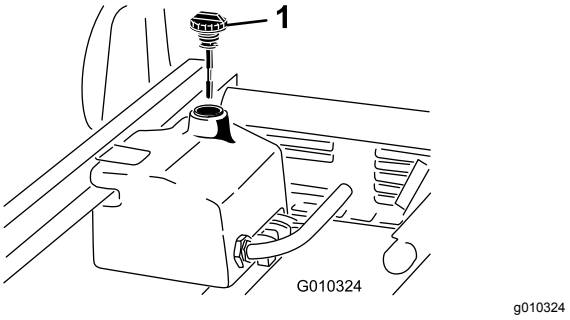

Figur 65
4. Gör rent omkring påfyllningsröret och hydraultanklocket (Figur 65).
6. Ta ut oljestickan (Figur 65) ur påfyllningsröret och torka av den med en ren trasa.